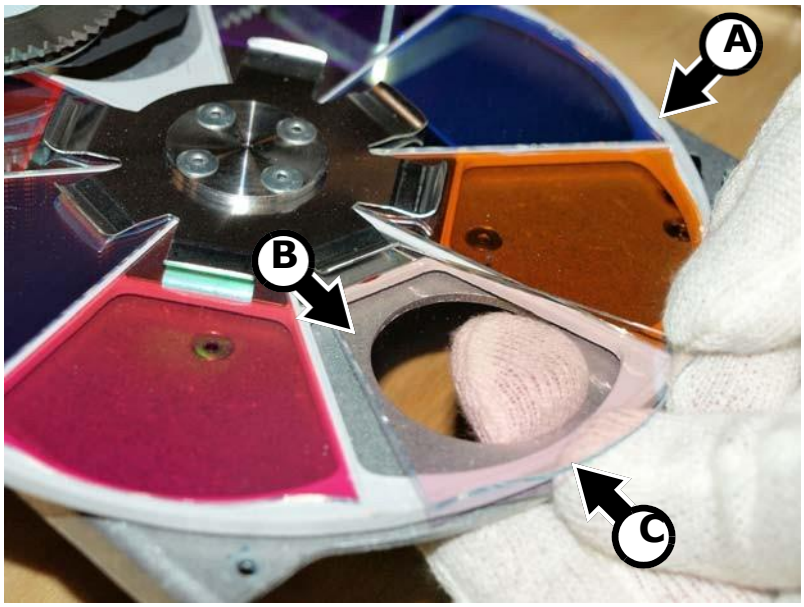

Рисунок 24: Снятие светофильтра
4. См. Рисунок 24. Повернуть колесо светофильтров **A** до тех пор, пока фильтр, который требуется заменить (**B**) нельзя будет снять, взявшись за него с обеих сторон колеса. Надеть чистые хлопковые перчатки и удерживать фильтр около внешнего края двумя пальцами. Слегка потянуть фильтр за внешний край и вынуть его из колеса светофильтров, затем аккуратно выдвинуть фильтр из его зажима и удалить фильтр. Фильтры должны храниться на чистой мягкой поверхности или на стойке для фильтров.